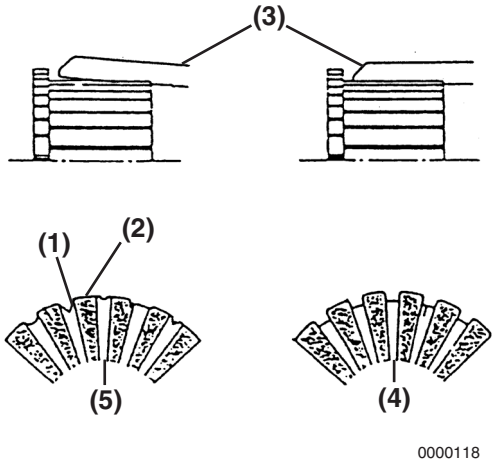

Figure 10-14
Measure the depth of the insulating material **(Figure 10-14, (1))** between commutator segments **(Figure 10-14, (2))**. If the depth measures less than the limit, use a hacksaw blade **(Figure 10-14, (3))** to remove the insulating material until the depth is within the limit. *See Starter Motor Specifications on page 10-6 for service limit.*
A normal commutator condition is indicated in **(Figure 10-14, (4))**. An abnormal commutator condition is indicated in **(Figure 10-14, (5))**.